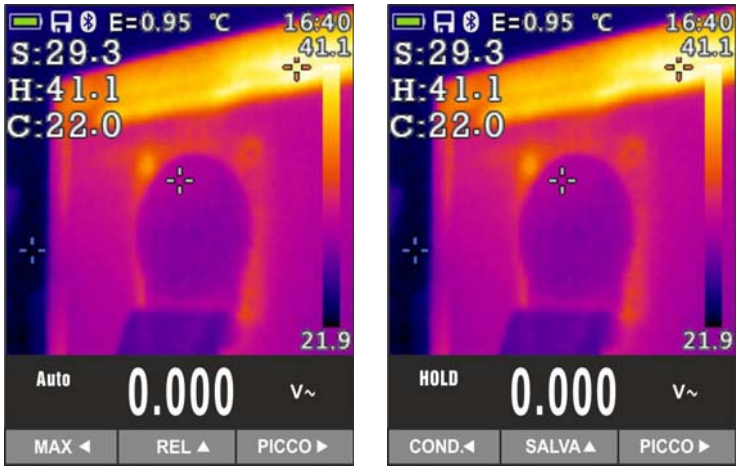

Fig. 41: Salvataggio immagine IR
9. Premere il tasto **HOLD/ESC** per fissare il risultato. Il messaggio "HOLD" appare a display e il tasto **REL ▲** diventa **SALVA ▲** (vedere Fig. 41 – parte destra)